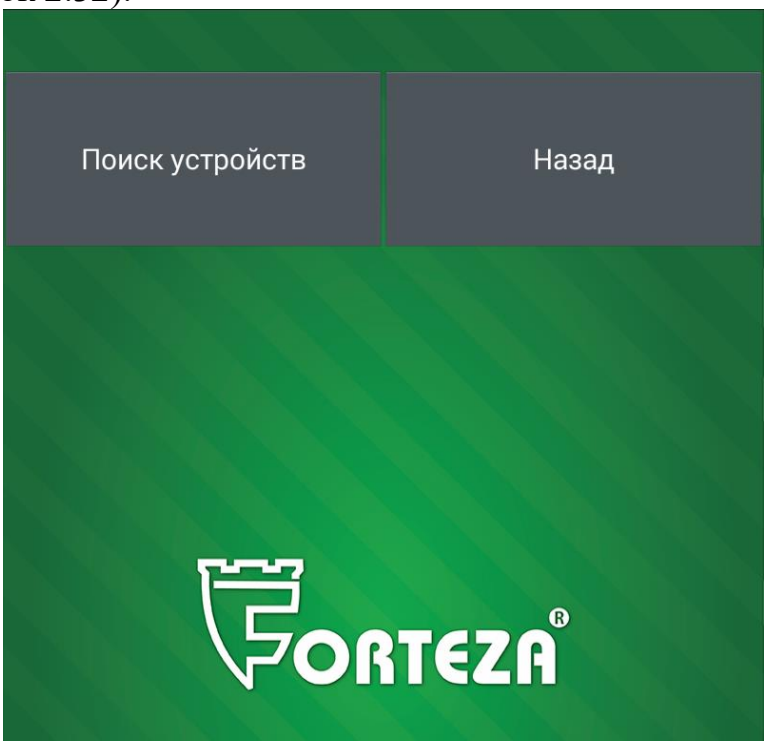

Рисунок 2.32
2.3.7.5.3 Выбрать тип подключения «Bluetooth» (рисунок 2.24). Bluetooth на Android устройстве автоматически включится и откроется окно программы (рисунок 2.32).